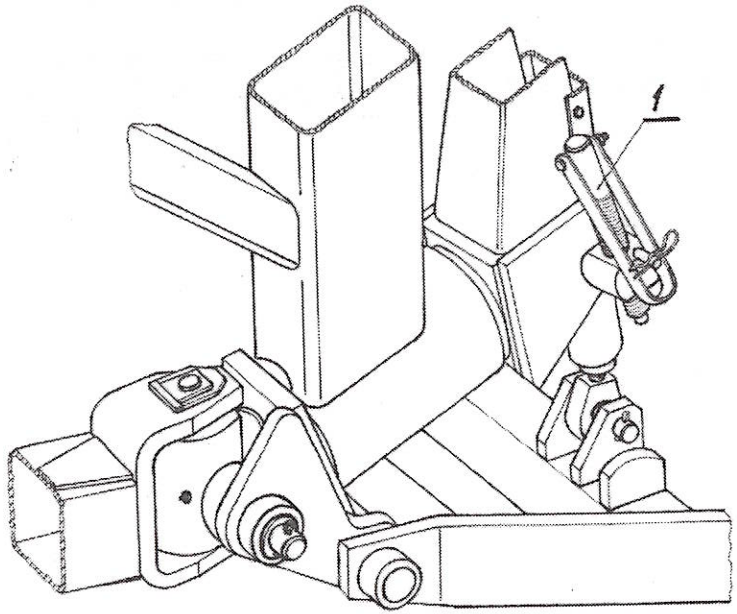

Rys. 7.
- wkręcając śrubę regulacyjną 1 (rys.7.) – spłycamy orkę,